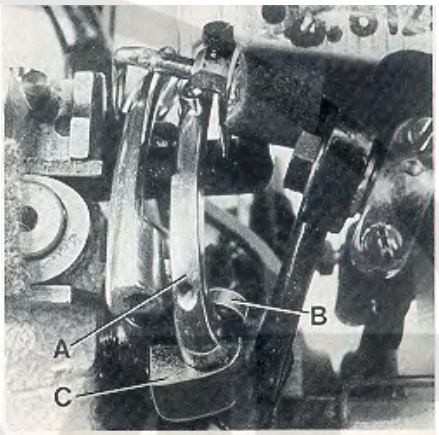

Fig.12
Insert the double locked stitch looper (A, Fig. 12) and tighten it with screw (B) on the flat of its shank so that it passes as close as possible behind the left needle without touching it. Now tighten set screw (C).
Setzen Sie den Doppelkettenstichgreifer (A, Fig. 12) ein und ziehen Sie ihn mit der Schraube (B) auf der Befestigungsfläche seines Schaftes so fest, daß er so dicht wie möglich hinter der linken Nadel vorbeigeht, ohne diese zu berühren. Ziehen Sie nun den Gewindestift (C) an.